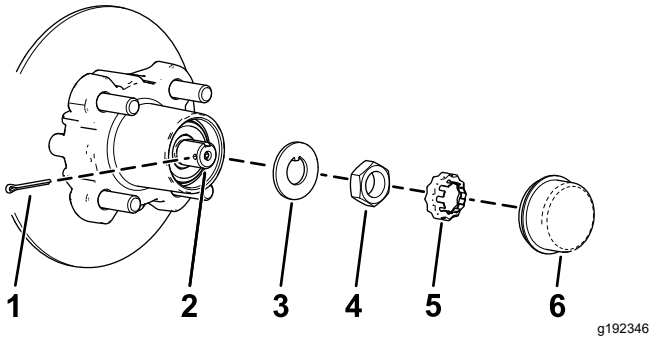
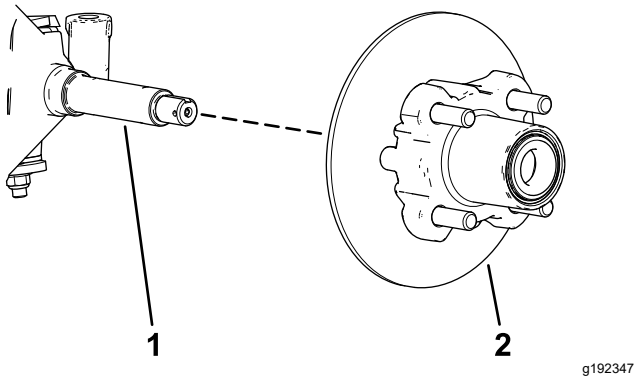

**Figuur 30**
**Figuur 31**
4. Verwijder de stofkap van de naaf (Figuur 30).
5. Verwijder de borgpen en de moerzekering van de as en de asmoer (Figuur 30).
6. Verwijder de asmoer van de as, en verwijder de naaf en de rotor van de as (Figuur 30 en Figuur 31).